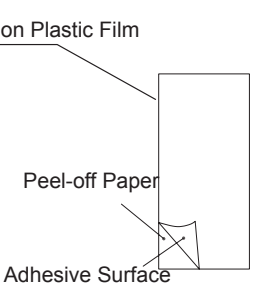

Figure 2. Protection Plastic Film
1.- Укажите на этикетке количество хладагента, используя несмываемые чернила: ① - Заводская загрузка (1 kg), ② - Дополнительная загрузка, ③ - Общая загрузка & ④ t CO2.
2.- Наклейте на этикетку F-Gas Label защитную пленку (прилагается вместе с Руководством пользователя). См. Рис. 2
1.- Angiv mængderne på etiketten med uudsletteligt blæk: ① - Fabrikspåfyldning (1 kg), ② - Ekstrapåfyldning, ③ - Samletpåfyldning & ④ t CO2.
2.- Sæt det beskyttende klæbemærke (der leveres sammen med brugervejledningen) på. Se fig. 2.